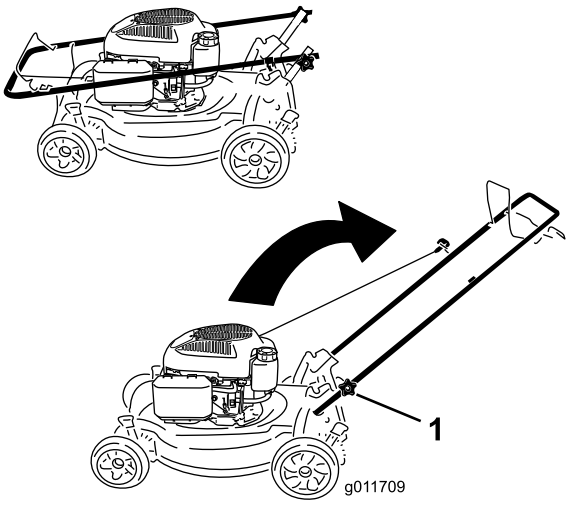

Figuur 3
1. Draai de knoppen van de handgreep los (Figuur 3).
1. Handgreepknoppen (2)
3. Draai de knoppen met de hand stevig vast (Figuur 3).